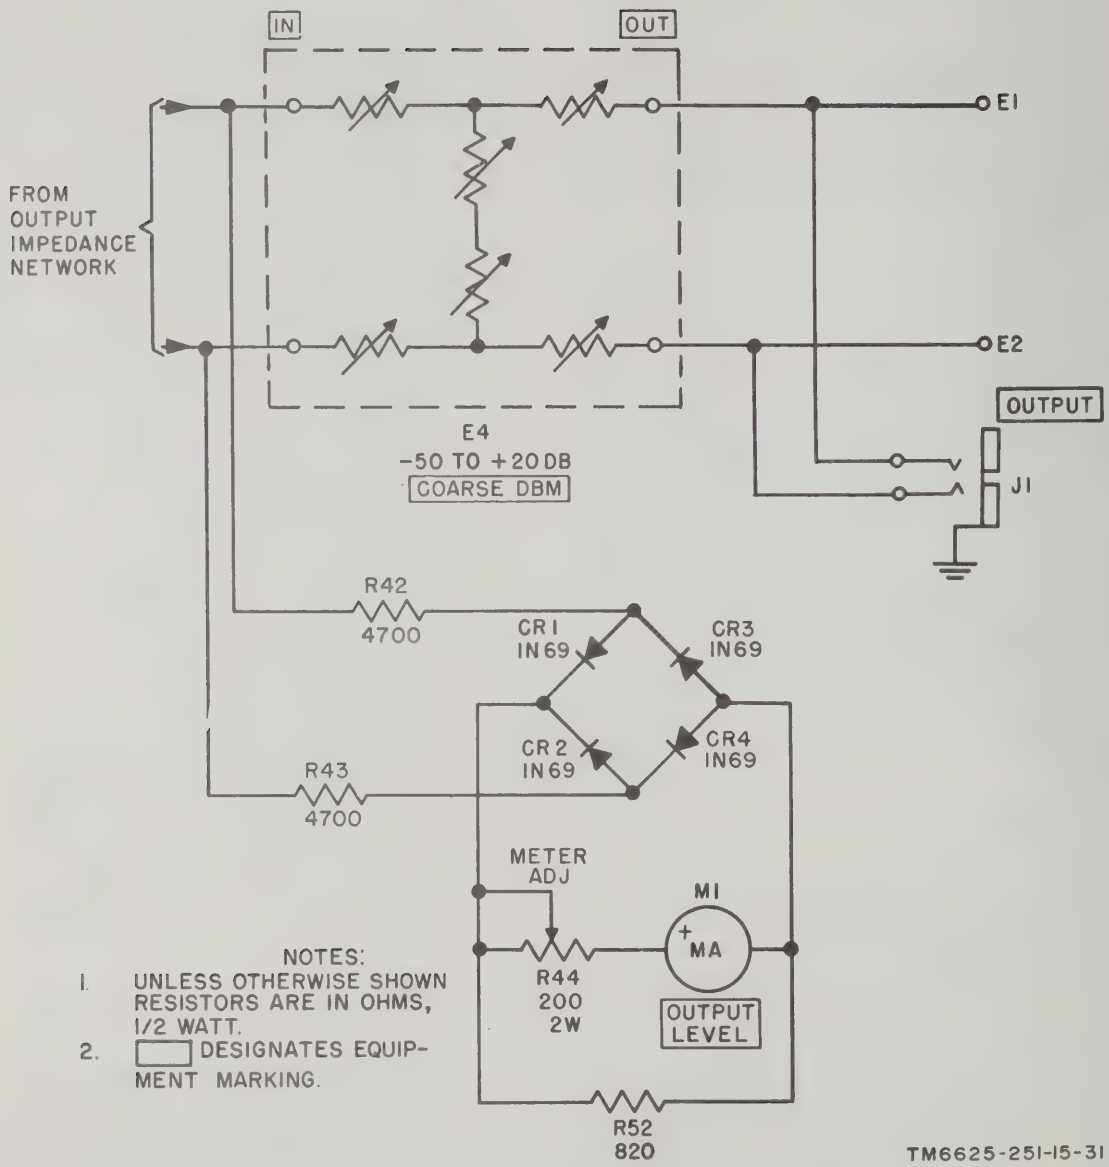

Figure 5–11. Signal Generator SG–15(*)/PCM, output and meter rectifier circuit, schematic diagram.
(3) OUTPUT LEVEL meter M1, complete with a crystal diode full-wave bridge-type rectifier consisting of CR1, CR2, CR3, and CR4, monitors the input voltage applied to attenuator E4 (fig. 5–11). Series resistors R42 and R43 reduce the bridging loss of this connection with respect to the transmission path through attenuator E4 and apply the proper voltage to the rectifier circuit. Signals entering this rectifier circuit are passed on to OUTPUT LEVEL meter M1. This meter is a d-c milliameter with a 0- to 1-ma range. It has a single scale calibrated from –4 to +6 db. The response of the metering circuit is flat over the entire output frequency range of the signal generator. Initial calibration of the metering circuit is accomplished by adjustment of potentiometer R44. This adjustment is made at the time of manufacture. Resistor R52 is an accurate, fixed, film resistor which shunts resistor R44 and meter M1.
(4) The output power of the signal generator is the sum of the setting of the COURSE DBM control (–50 through +20 dbm graduated in steps of 10 db) and the reading of OUTPUT LEVEL meter M1 (–4 through +6 db).